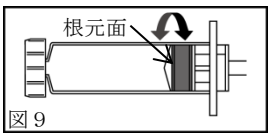

図９
④根元面に羽を押し付けるようにしてハンドルを左右に数回小刻みに回し、根元面の粉を削ぎ取り、羽が根元面まで到達したことを目視で確認してください。（図９）
⑤①～④の操作を10往復行ってください。（先端面、根元面での粉の削ぎ取りを、毎回確実に行ってください。）